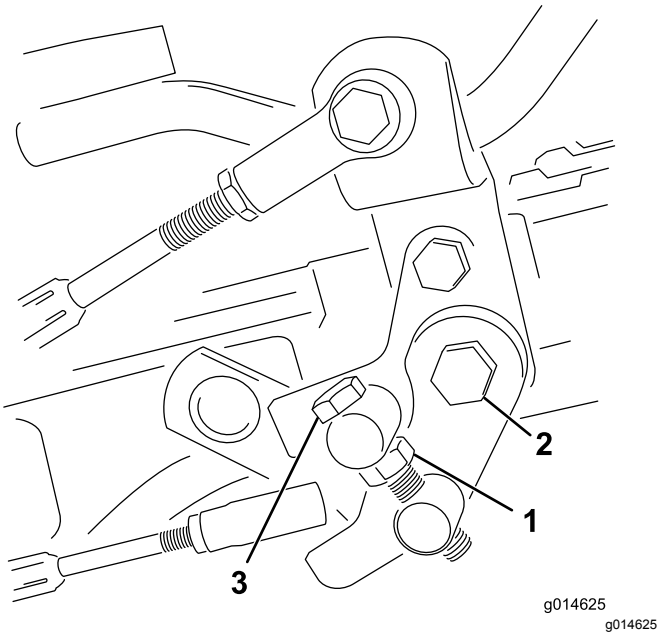

**Figur 42**
1. Lossa kontramuttern på justeringsbulten (Figur 42).
4. Dra åt kontramuttern på justeringsbulten och muttern på pedaltappen för att låsa justeringen (Figur 42). Kontrollera justeringen och ändra vid behov.